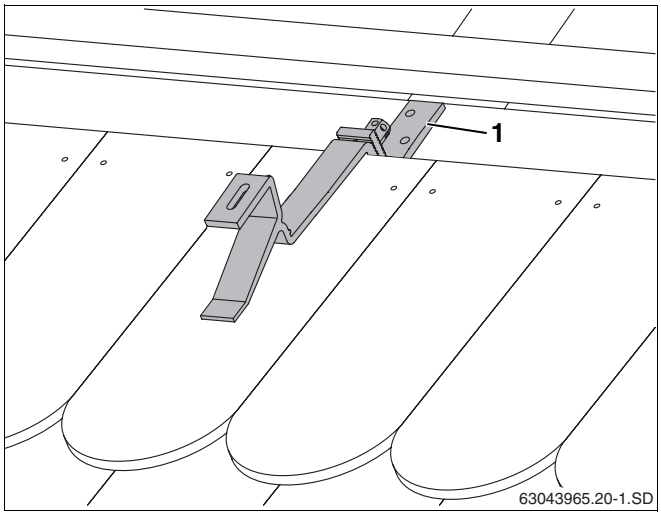

Abb. 18 Montierter Dachhaken
- Dachhaken-Unterteil soweit herunter schieben, bis dieses auf dem Sparren bzw. auf dem Brett/der Bohle aufliegt (Abb. 18, **Pos. 1**).